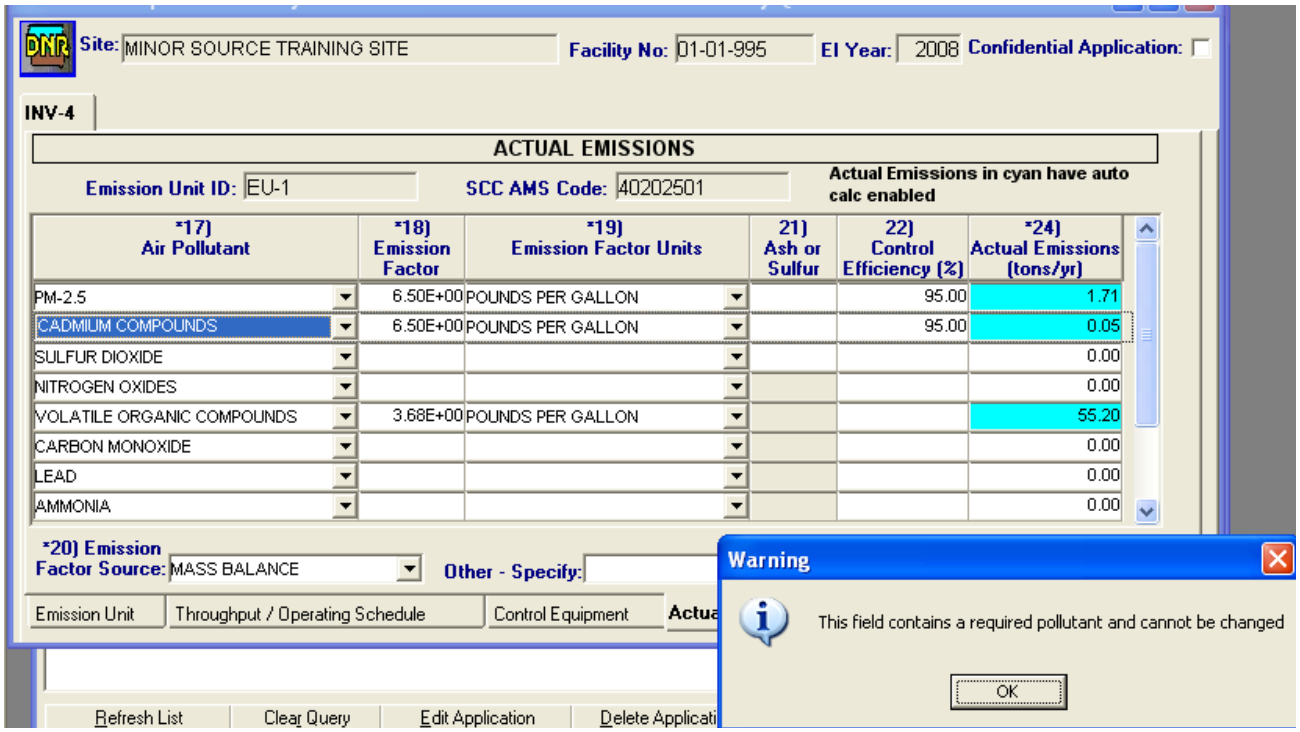

Figure 13.5 – Replacing PM_{10} with "Cadmium Compounds" (PM HAP)
2. Using the pull-down menu, change the pollutant from PM_{10} (or $PM_{2.5}$) to the desired HAP. SPARS will respond with a message that says that this pollutant cannot be changed (see Figure 13.5).